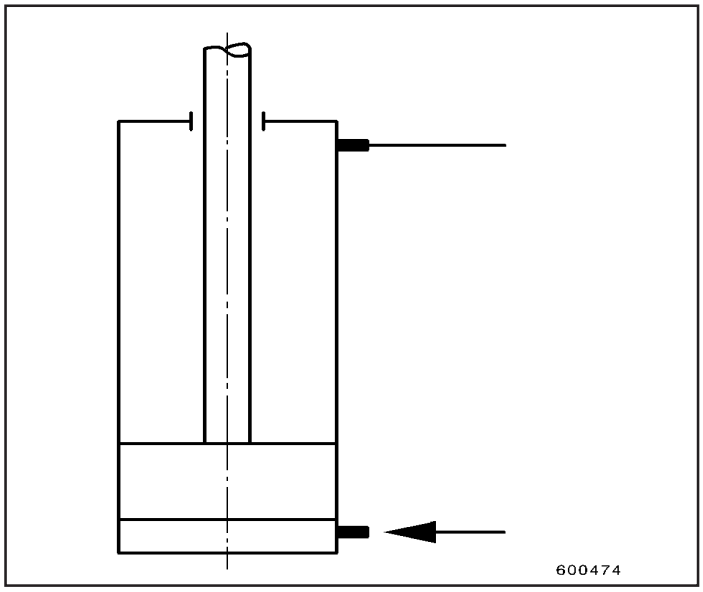

Fig.7
- Sempre preencha primeiro a extremidade do cilindro onde está localizado o pistão, isto é, a conexão da superfície do pistão, quando ele estiver fechado (Fig.7).